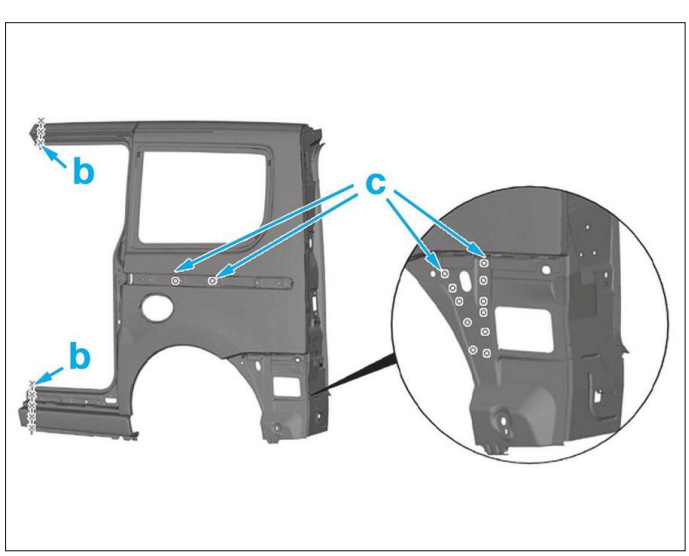

**FIG. 84**
• Percer au diamètre 6,5 mm (c) pour un soudage ultérieur **(Fig.84)**